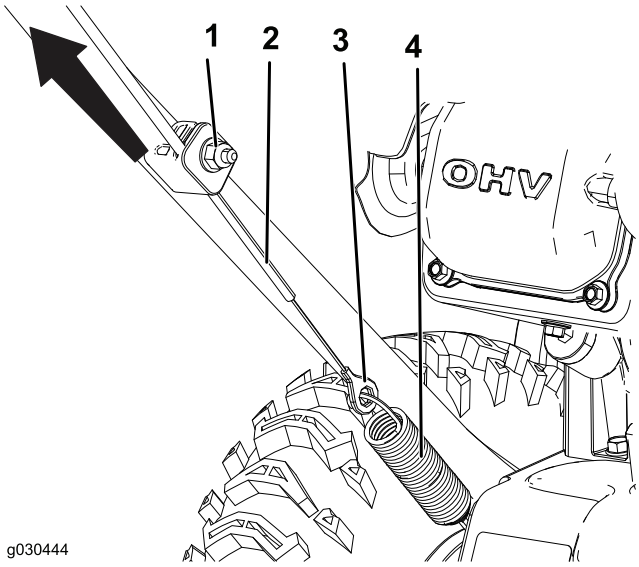

Figur 25
1. Lossa muttern på den nedre kabelklämman, men ta inte bort den (Figur 25).
2. Dra upp kabeln så att den spänns (Figur 25).
3. Håll kabeln i läge och dra åt muttern (Figur 25).